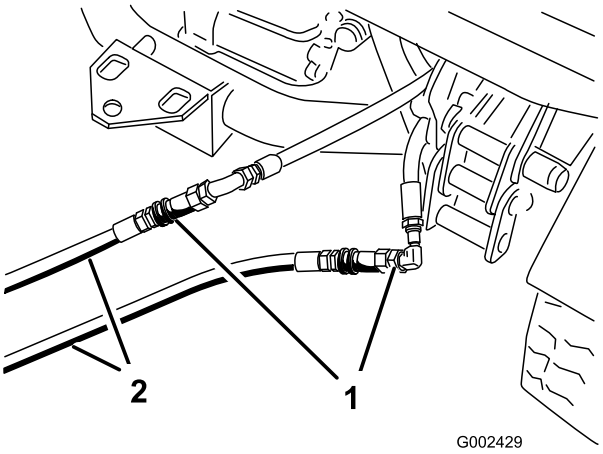

**Figur 76**
3. På den maskine, der ikke fungerer: Forbind de to startslanger med slangerne, der blev frakoblet (Figur 76).